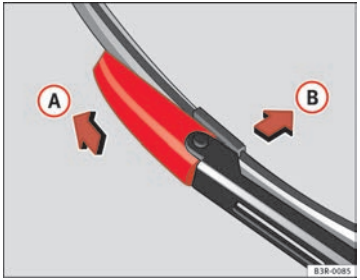

Fig. 174 Removing the wiper blade
– Slide the retainer catch on the wiper blade in the direction indicated ⇒ fig. 174 (A). Hold onto the wiper blade at the same time.
– Pull the wiper blade (B) out of its mounting on the wiper arm.